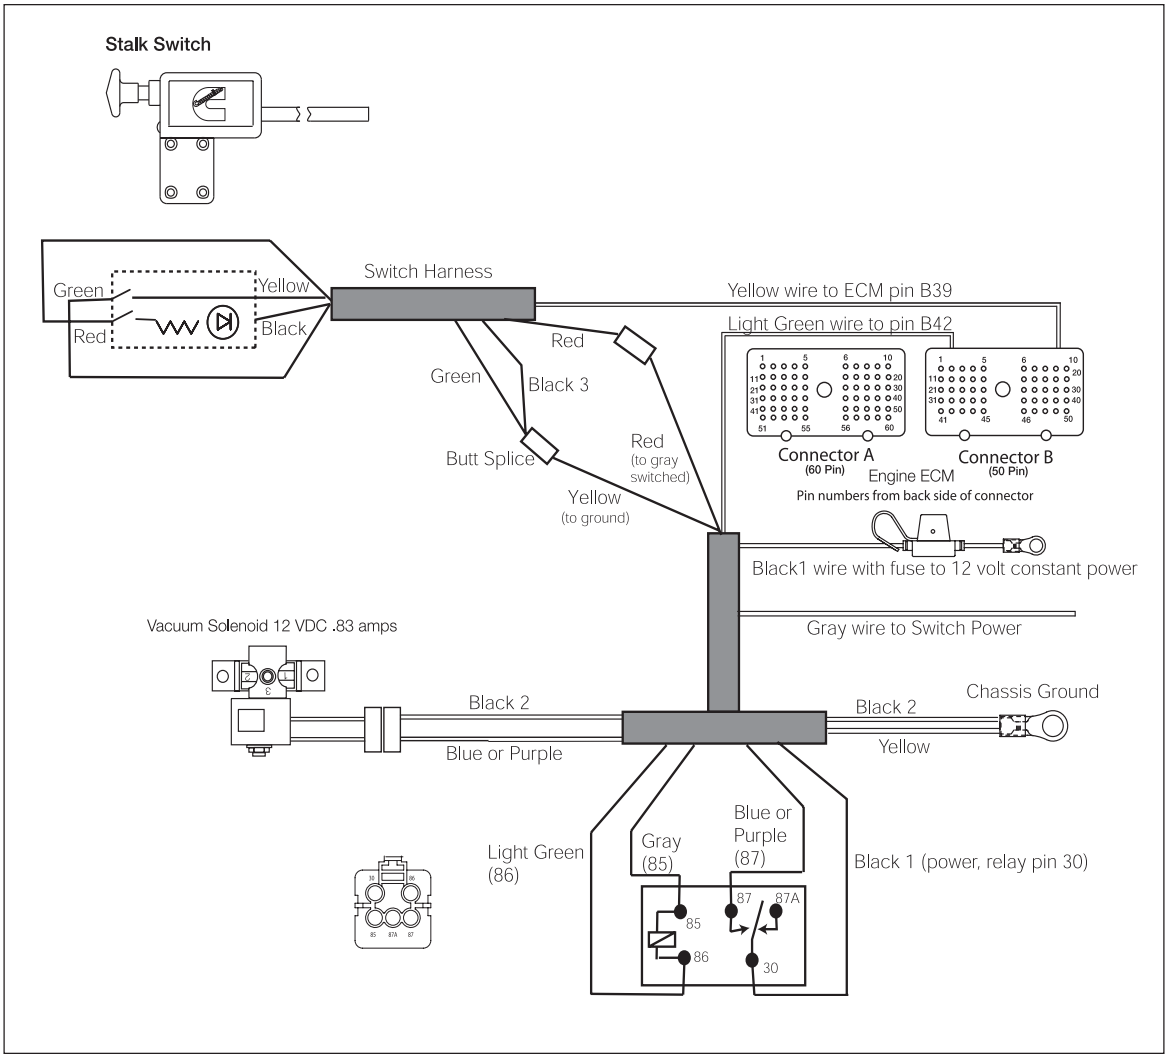

Fig. 24a
5. Check wiring against figure 24a.